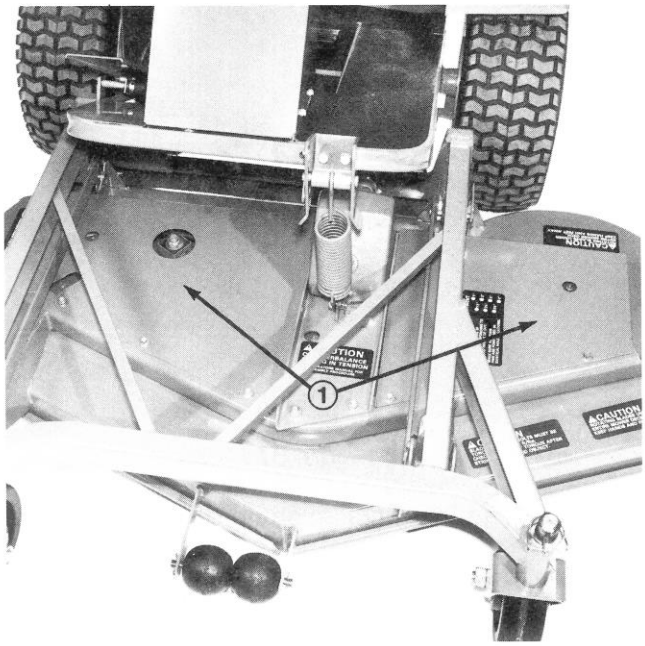

Figure 63
2. Remove capscrews and lockwashers securing pulley cover on top of spindle housing to be serviced (Fig. 63). Also remove cover over idler pulley (Fig. 63) and loosen two nuts securing idler plate in place. This will release tension on the drive belt.